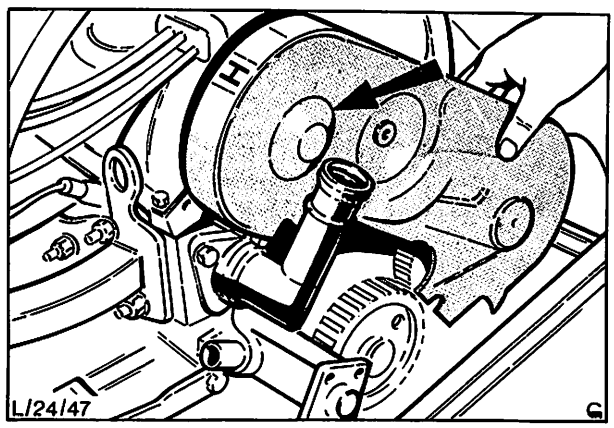

Abb. 70 Zahnriemenabdeckung (OHC-Motor)
6. Zahnriemenabdeckung abbauen (3 Schrauben), Abb. 70.
11. Zahnriemenabdeckung montieren, Abb. 70.